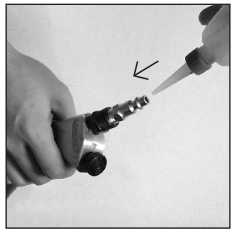

Figure 8
4. Place 2-3 drops of air tool oil (not included) into the male plug before each use. (See Figure 8)
2. Place a few drops of air tool oil into the air inlet. (See Figure 8)